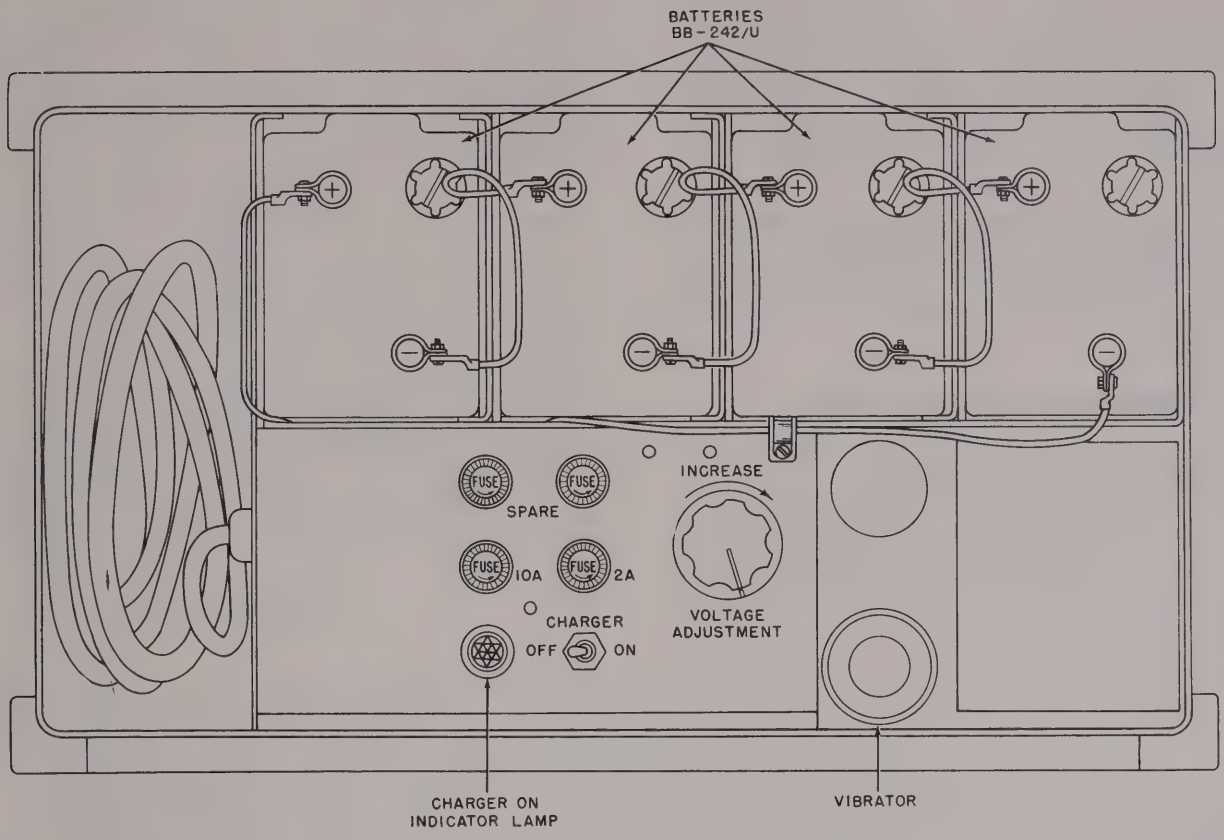

Figure 9. Power Supply PP–1642/URM–91, controls.
e. Check the fuses on the power-supply control panel (fig. 9) for rated values and for placement in the correct fuse holders.
(2) Install four Batteries BB–242/U as shown in figure 9.
(3) Replace the battery mounting strap and the four nuts to secure the batteries in the compartment.
(4) Interconnect the batteries as shown in figure 9; use the battery jumper cords that are stored in the power-supply case.
b. Power Supply. The following chart lists the controls of the power supply (fig. 9) and the purpose of each.